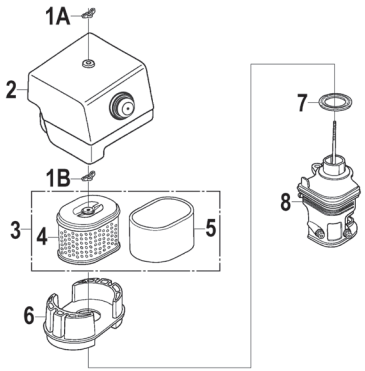

Рис. 38 Обслуживание воздушного фильтра
1. Открутите барашковую гайку 1А и снимите крышку 2 воздушного фильтра (Рис. 38).
2. Открутите барашковую гайку 1B и снимите воздушный фильтр 3 в сборе (Рис. 38).
3. Проверьте целостность и чистоту фильтрующих элементов. Поролоновый (предварительный) фильтрующий элемент 5 установлен на корпусе бумажного фильтрующего элемента 4 (Рис. 38).
5. Произведите очистку основания 8, глушителя шума 6 и крышки 2 воздушного фильтра, не допуская попадания пыли и грязи в воздуховод, ведущий к карбюратору (Рис. 38).
7. Перед установкой воздушного фильтра убедитесь, что уплотнительное кольцо 7 воздушного фильтра находится на месте и не имеет повреждений (Рис. 38).